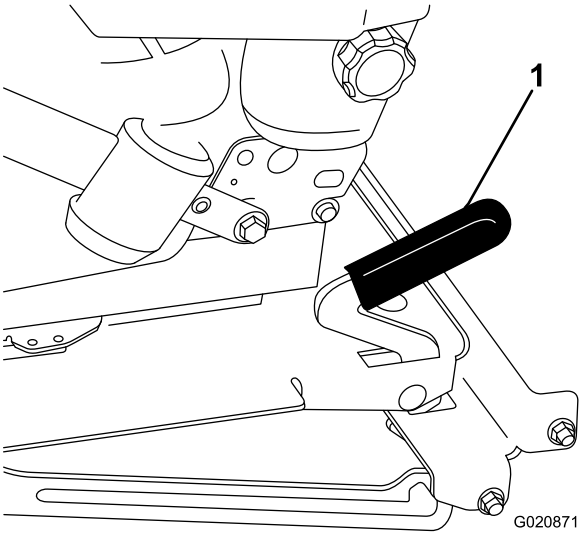

**Rysunek 32**
2. Aby odblokować fotel, pociągnij do przodu dźwignię zaczepu i unieś ją (Rysunek 32).